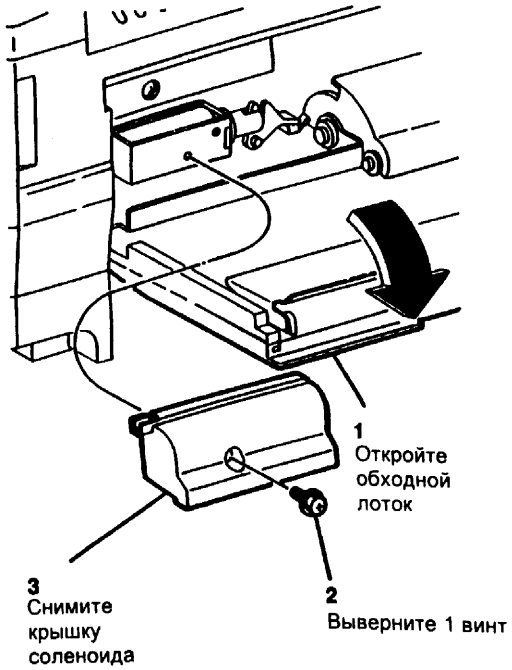

Рис. 3 Снятие крышки соленоида подталкивателя
6. (Рис. 3) Снимите крышку соленоида подталкивателя.